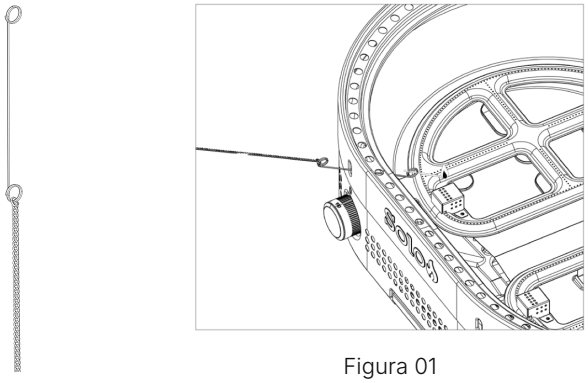

Figura 01
3. Cu suportul pentru chibrit extins, introduceți chibritul aprins în Plită până când ajunge deasupra tubului arzătorului. Tubul ar trebui să se aprindă (consultați Figura 01).